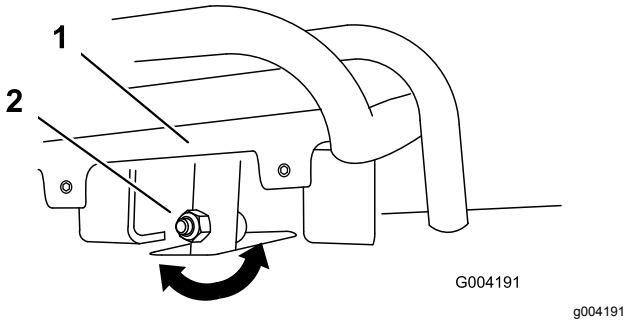
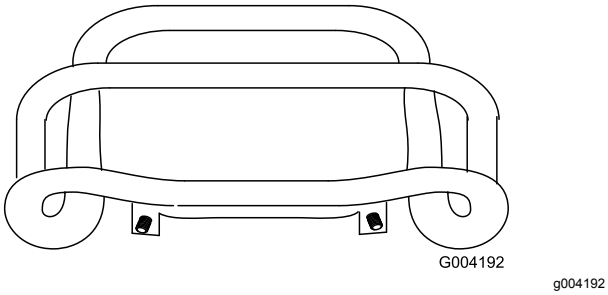

Figuur 49
Figuur 50
4. Als de voorzijde van de tractiebediening niet gelijk en recht tegen de referentiebalk rust, draai dan de moer en bout van de tractiebediening los (Figuur 49).
5. Stel de tractiebediening zo af, dat deze gelijk en recht tegen de referentiebalk rust als de bediening recht naar achteren wordt getrokken (Figuur 49 en Figuur 50).
C. Draai de flensmoer en bout in de stang van de tractiebediening los (Figuur 49).
I. Stel de tractiebediening zo af, dat deze gelijk en recht tegen de referentiebalk rust als de bediening recht naar achteren wordt getrokken (Figuur 49 en Figuur 50).